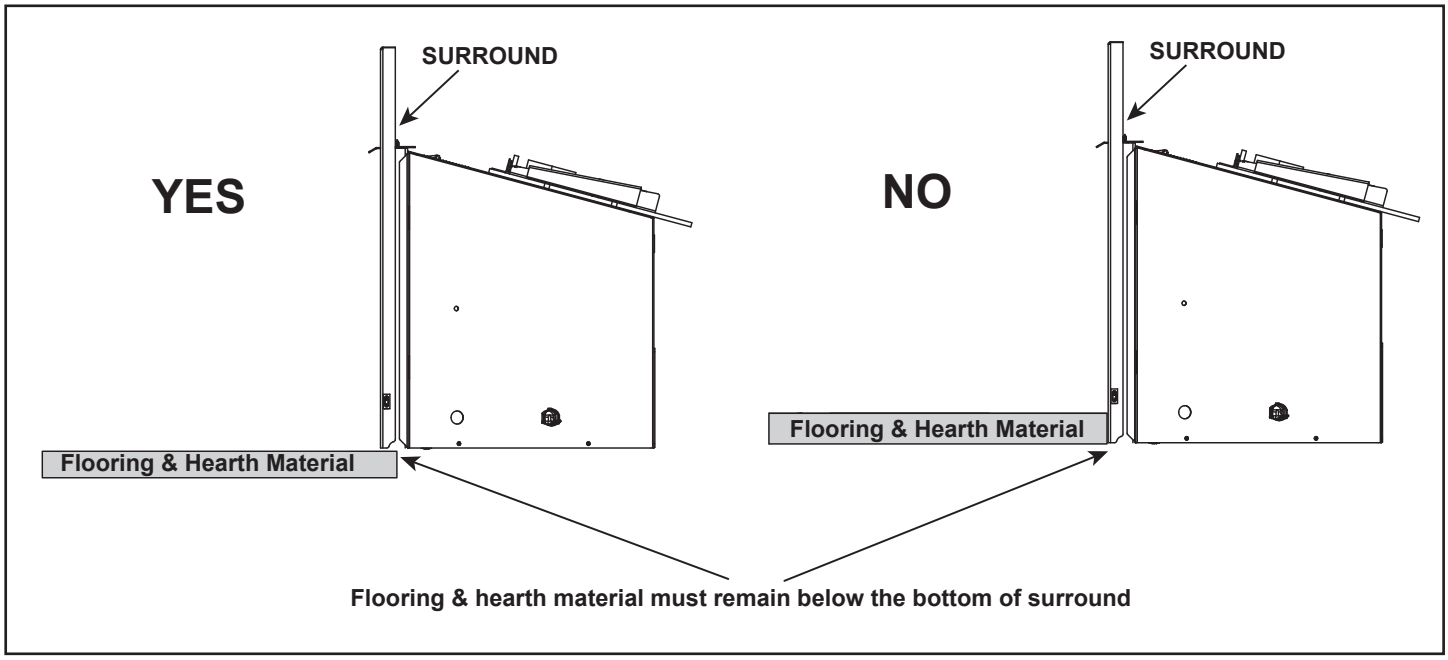

Figure 3.17 Flooring & Hearth Material
- All flooring and hearth material must remian below the bottom of the surround. See Figure 3.17.